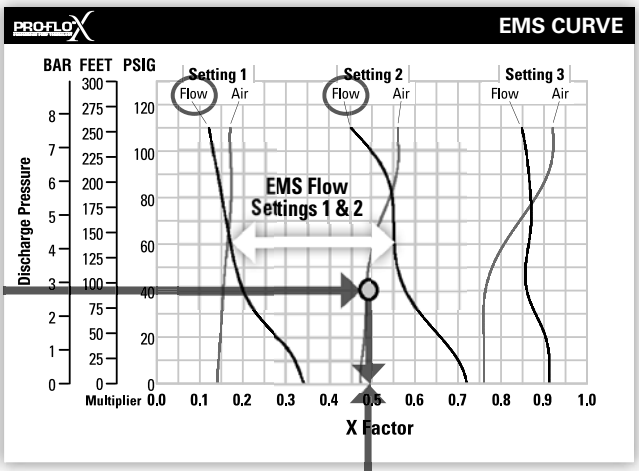

Figure 5
Step 4*: **Determine EMS setting from the flow X Factor.*** Plot the point representing the flow X Factor (0.49) and the application discharge pressure 2.8 bar (40 psig) on the EMS curve. This is done by following the horizontal 2.8 bar (40 psig) psig discharge pressure line until it crosses the vertical 0.49 X Factor line. Typically, this point lies between two flow EMS setting curves (in this case, the point lies between the flow curves for EMS setting 1 and 2). Observe the location of the point relative to the two curves it lies between and approximate the EMS setting (figure 5). For more precise results you can mathematically interpolate between the two curves to determine the optimal EMS setting.